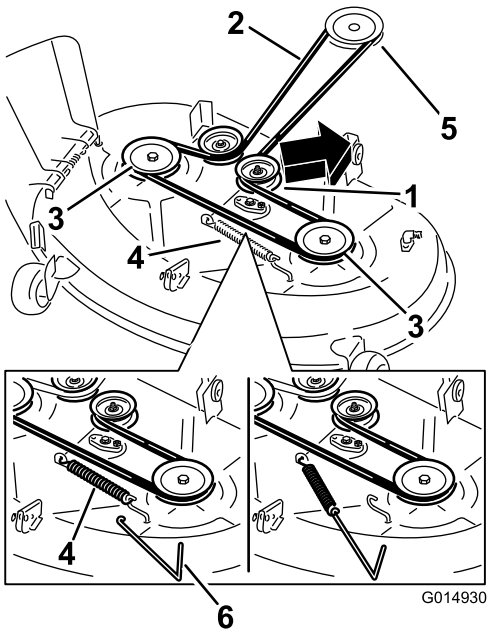
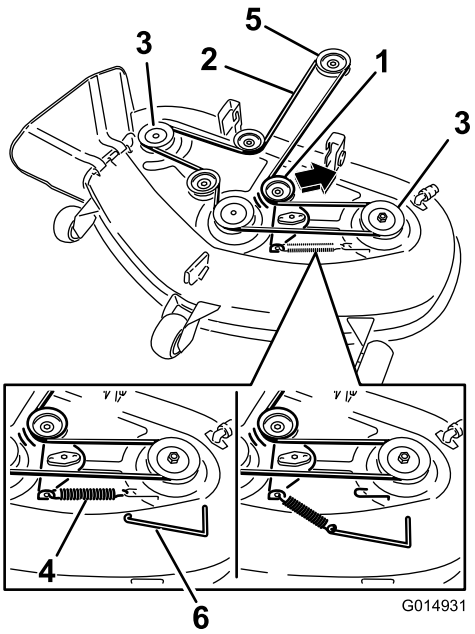

Figur 69
Figur 70
5. Bruke et fjærfjerningsverktøy (Toro-delenr. 92-5771) til å fjerne ledefjæren fra klippeenhetskroken for å fjerne spenningen på lederullen. Dra så remmen av rullene (Figur 69 og Figur 70).
6. Legg den nye remmen rundt motorremskiven og klipperskiven (Figur 70).
7. Bruk et fjærfjerningsverktøy (Toro-delenr. 92-5771) til å montere ledefjæren over klippeenhetskroken og tilføre spenning til lederullen og klipperremmen (Figur 69 og Figur 70).